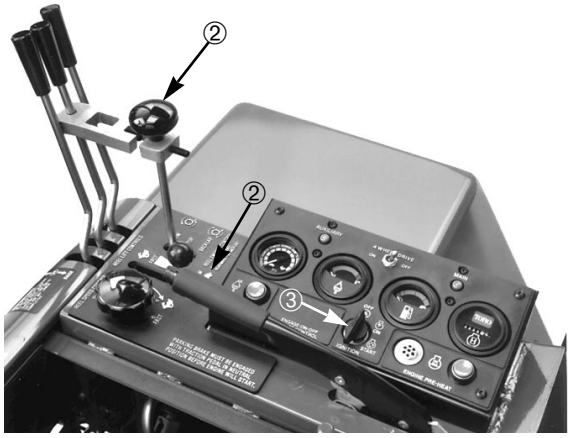

Fig. 14
2. Sid på sædet og aktivér parkeringsbremsen (Fig. 14). Drej nøglen og forsøg at starte motoren, mens klippe/baglapningshåndtaget (Fig. 14) er i både KLIPPE- (MOW) og BAGLAPNINGS-stilling (BACKLAP). Hvis motoren drejer, er der en fejl, som omgående skal repareres. Hvis motoren ikke drejer, fungerer klippeenhedsdrevkontakten rigtigt.
3. Sid på sædet og aktivér parkeringsbremsen (Fig. 14). Drej nøglen og forsøg at starte motoren, mens klippe/baglapningshåndtaget (Fig. 14) er i STOP-stilling. Hvis motoren drejer, er der en fejl, som omgående skal repareres. Hvis motoren ikke drejer, fungerer bremsekontakten rigtigt.
4. Aktivér parkeringsbremsen (Fig. 14), start motoren og sænk klippeenhederne. Sæt klippe/baglapningshåndtaget (Fig. 14) i KLIPPE-stilling (MOW). Når føreren rejser sig fra sædet, bør motoren standse efter få sekunders forløb, hvilket angiver, at sikkerhedssystemet fungerer rigtigt. Man skal også rejse sig fra sædet med håndtaget i BAGLAPNING (BACKLAP). Motoren bør standse, hvilket angiver, at sikkerhedssystemet fungerer rigtigt. Hvis motoren ikke standser, er der en fejl, som skal repareres omgående.